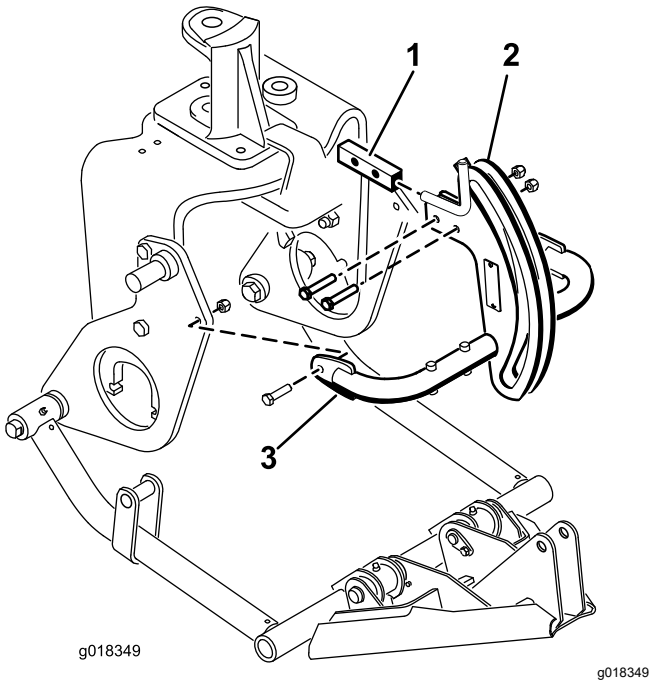

Figura 15
6. Monte a parte de cima da estrutura do engate ao suporte da estrutura do engate com e parafusos (3/8 x 2 pol.) e porcas (Figura 15).
7. Monte os tubos da estrutura do engate às placas do arado com parafusos (3/8 x 1½ pol.) e porcas (Figura 15) e aperte os dispositivos de fixação.